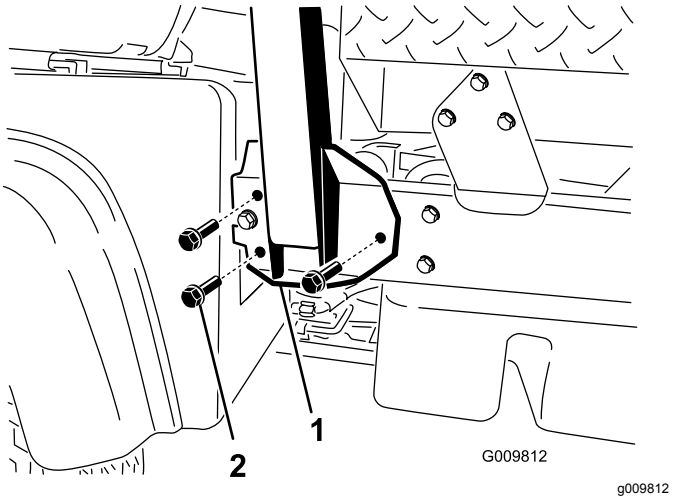

Figur 4
2. Ret hver side af styrtbøjlen ind efter monteringshullerne på hver side af maskinens stel (Figur 4).
3. Fastgør styrtbøjlens monteringsbeslag på maskinens stel med 3 flangehovedbolte (½" x 1¼") på hver side (Figur 4).